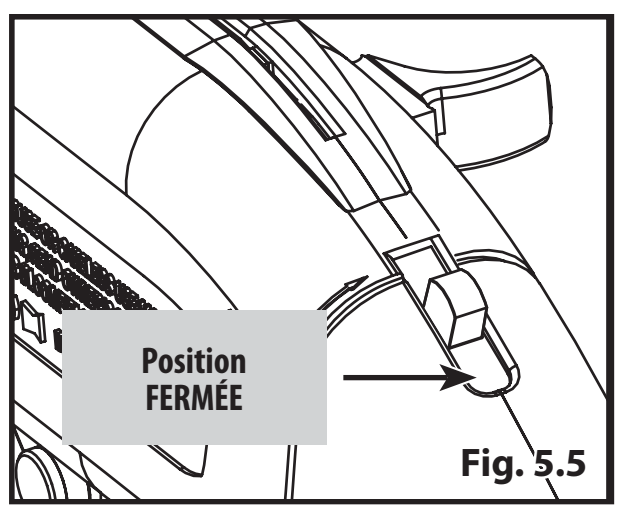

Fig. 5.5
- **c.** Pour empêcher les billes BB de retourner dans le réservoir à billes BB après leur chargement dans le magasin à billes BB interne, glissez le bouton de retenue des billes BB sur la position FERMÉE (Fig. 5.5). Dans cette position, les billes BB resteront dans le magasin à billes BB interne et ne regagneront pas le réservoir à billes BB.